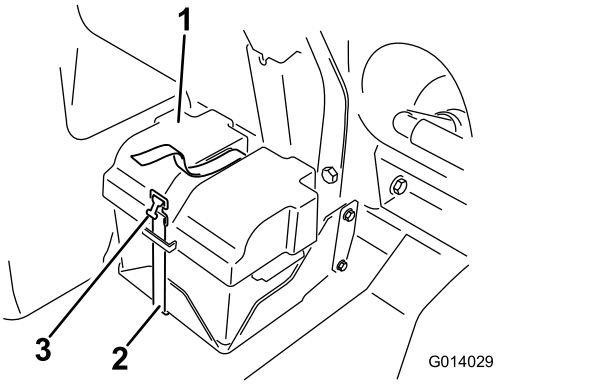

**Figur 1**
1. Afmonter batteridækslet, og frakobl det negative (sort – jord) kabel fra batteriets pol (Figur 1 og Figur 2).